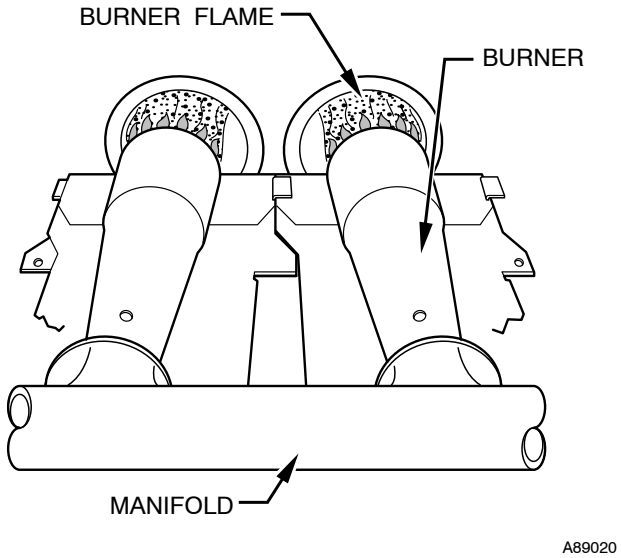

Fig. 57 - Burner Flame
f. Replace burner enclosure front and verify adjusted gas input rate using method outlined in item 3.
g. Look through sight glass in burner enclosure and check burner flame. Burner flame should be clear blue, almost transparent. (See Fig. 57.)